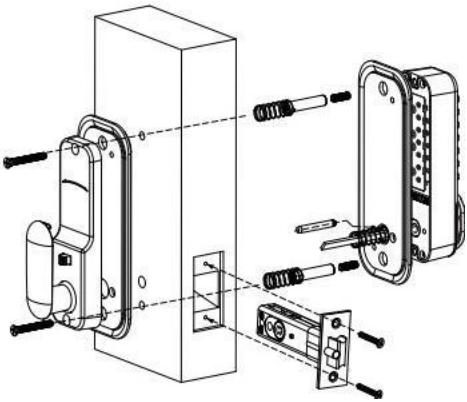

FIG8B
5)42~65mm thick door installation,of the front panel lock,and insert the other end into the circular hole of the rear panel lock.After installation, use the accompanying rubber gasket and mounting screws.(as Fig 8B)